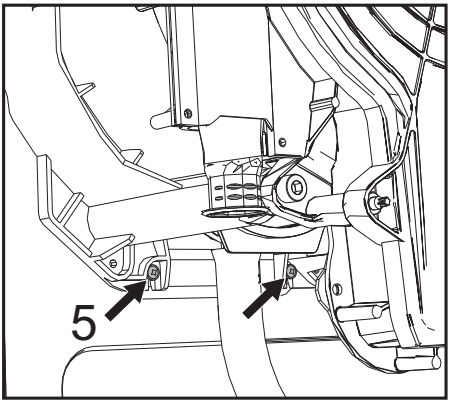

fig. 51
- Allentare le 2 viti **inferiori "5"** di fissaggio scambiatore al telaio (fig. 51)